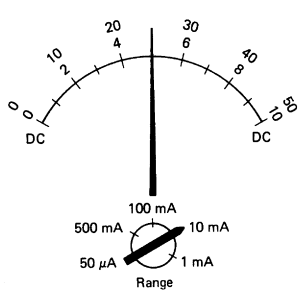

FIGURE 2E-5
5. The current indicated on the analog meter scale of Figure 2E-5 is
7. The current indicated on the meter scale of Figure 2E-7 is
8. The current indicated on the analog meter scale of Figure 2E-8 is